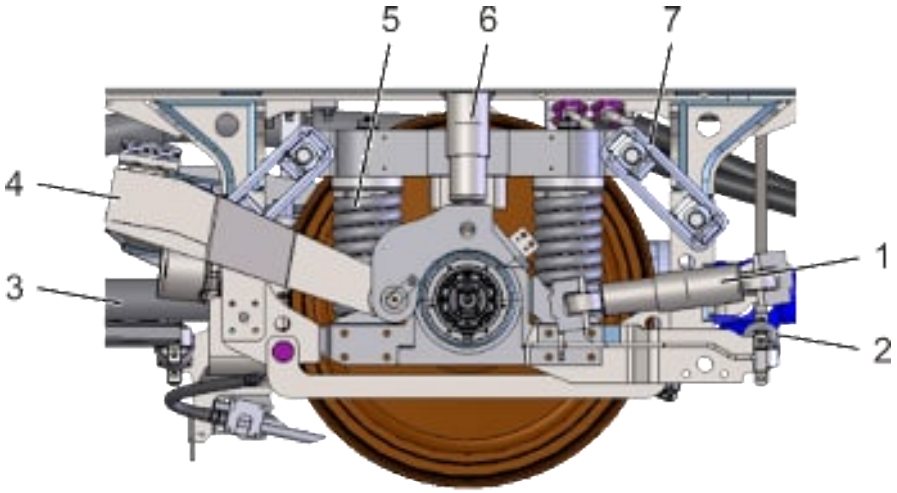

Fig. 7: Carrello
Il carrello è incernierato al telaio del veicolo tramite una sospensione ad anelli, cfr. Fig. 7 (7). Per lo smorzamento sono installati, fra ciascun corpo della boccola e il telaio, i seguenti dispositivi: un ammortizzatore verticale (6), uno trasversale (2), uno longitudinale (1) con funzione antiserpeggio.